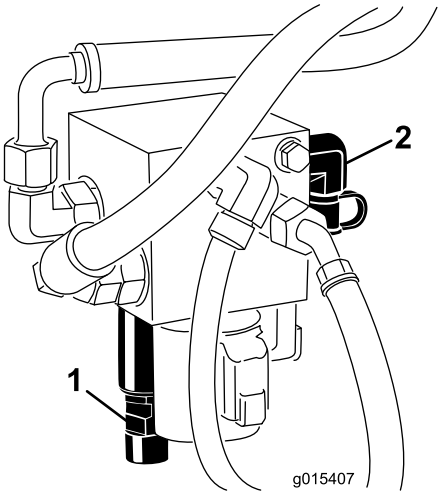

**Figur 14**
3. Anslut en tryckmätare till kontrollporten på lyftgrenrörets bakre del (Figur 14).
4. Avlägsna locket från grenrörets motviktsspole på lyftgrenrörets främre del (Figur 14).
5. Lossa kontramuttern längst ned på motviktsspolen (Figur 14).